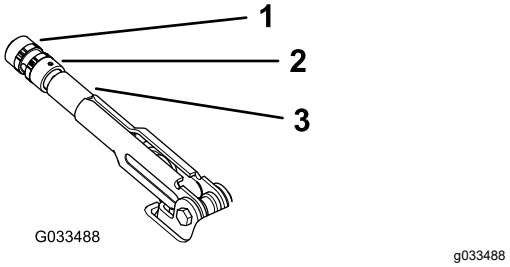

**Figur 59**
2. Lossa ställskruven som fäster ratten på parkeringsbromsspaken (Figur 59).
3. Vrid vredet (Figur 59) tills kraften för att använda spaken är 20 till 22 kg.
4. Dra åt ställskruven när du är färdig (Figur 59).